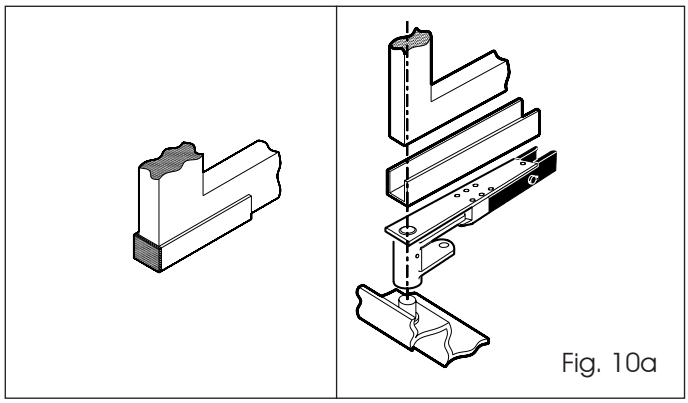

Fig. 10a
- Determine the correct location of the leaf on the "U" profile with reference to the axis of rotation (Fig. 10a and 10b);
- Close the "U" profile on the post side with a small plate, as shown in Figs. 10a and 10b.